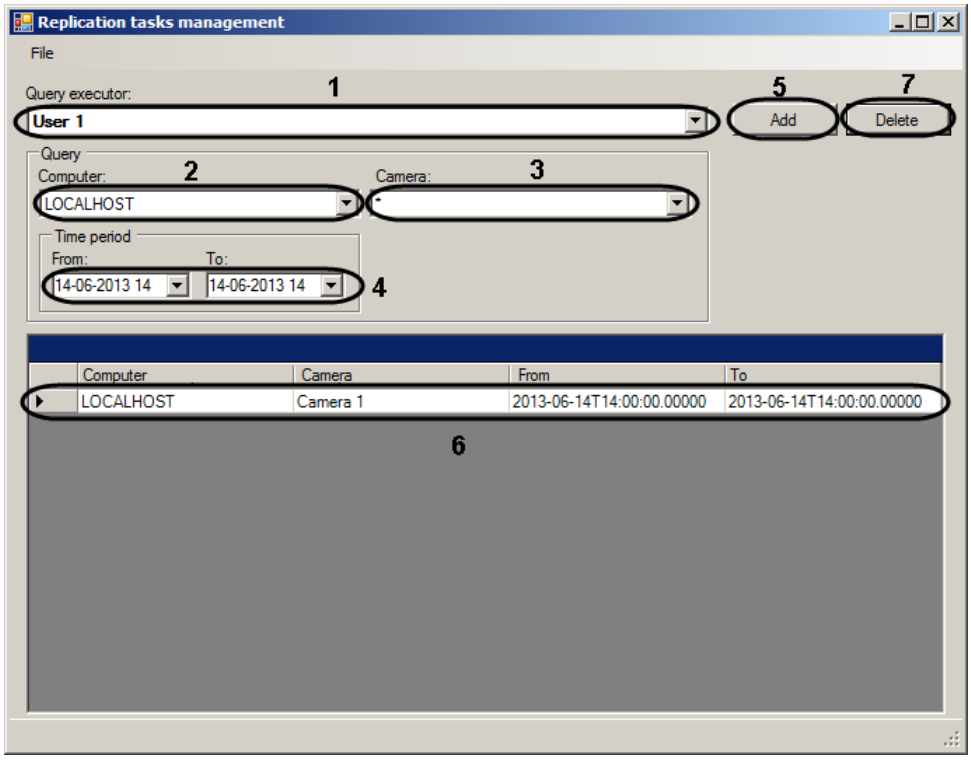

Figure 12.16-4 Creating the query file
2. Select the user registered the INTELLECT™ software in the “Query executor” drop-down list (Figure 12.16-4, 1).
3. Select the “Computer” object corresponding to the Data source in the “Computer” drop-down list (Figure 12.16-4, 2).
4. In the corresponding drop-down list select the “Camera” object the archive of which is to be copied (Figure 12.16-4, 3).
5. Specify the time period for which the archive from selected camera is to be copied in the "From:" and "To:" fields using the mask or calendar that is displayed by clicking the button (Figure 12.16-4, 4).
6. Click the "Add" button (Figure 12.16-4, 5).
The task is added to the list (Figure 12.16-4, 6).
Note. Select the task and click the "Delete" button to delete it from the list (Figure 12.16-4,7).